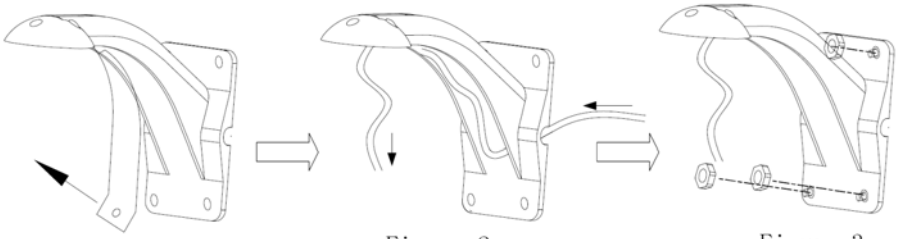

Figure 1 Figure 2 Figure 3
2) Take out the cover of the wall-installed bracket (see Figure 1).